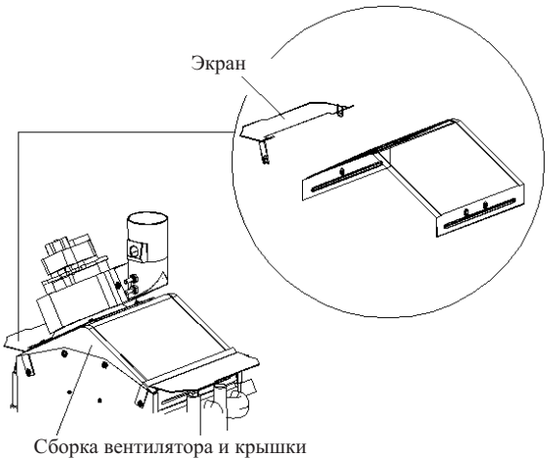

Рисунок 4-3
10. Отвинтите винты, которыми крепится левая перегородка. Выньте ее из корпуса вентилятора (Рисунок 4-3).
11. Отвинтите винты, которыми крепится вентилятор и корпус к задней панели котла. Выньте их (Рисунок 4-3).